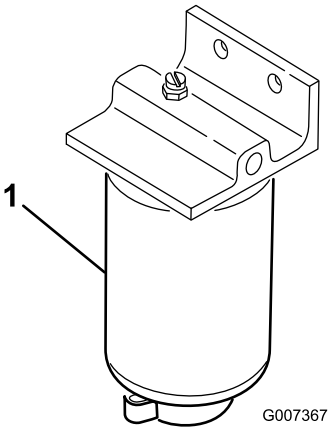

**Figur 40**
2. Rengør området, hvor filterskålen monteres (Figur 40).
4. Åbn filteraftapningsventilen og ånderørsventilen (Figur 40).